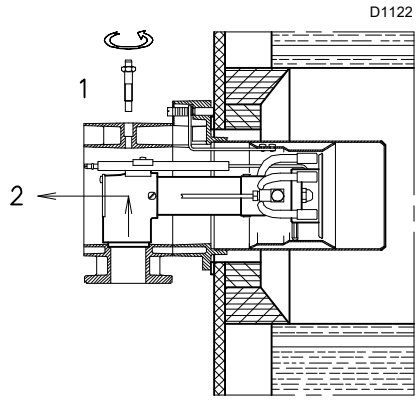

Fig. 15
- ➤ Enlever la vis 1) et extraire la partie intérieure 2)(Fig. 15).